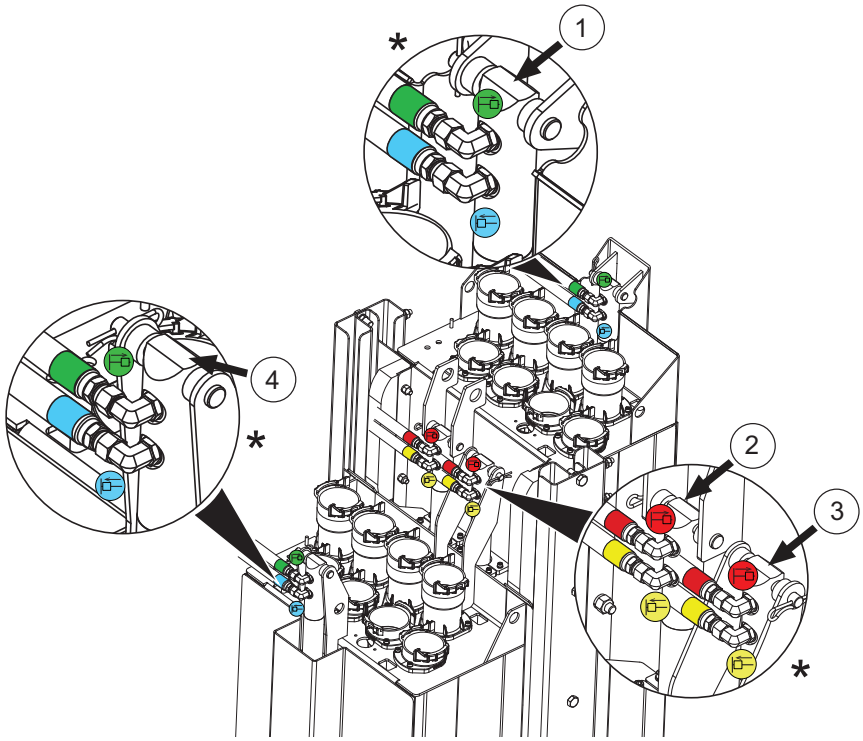

Figure 6 Hydraulic Hose Connections
* Refer to Figure 6 for connection locations.
Notes: *1) Install corresponding colored band onto the hydraulic hose (Refer to Figure 6).*